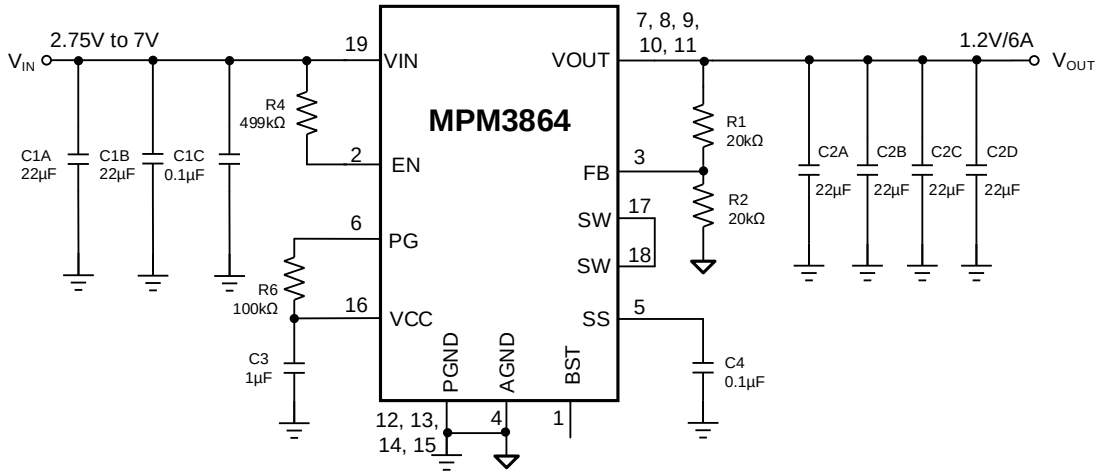

Figure 7: Typical Application Circuit with 1.2V Output
11) The recommended layout is based on Figure 7 on page 19.